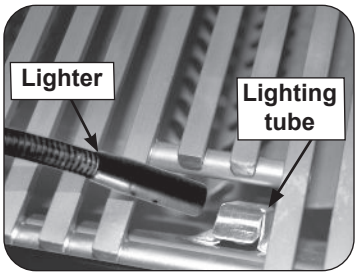

Fig. 29-2 Manual lighting via lighting tube
2. Insert either a burning long-barrel butane lighter or a burning long-stem match through the cooking grid opening to the top of the lighting tube (see Fig. 29-2). For backburners or infrared burners, hold the flame against the surface of the backburner/infrared burner.